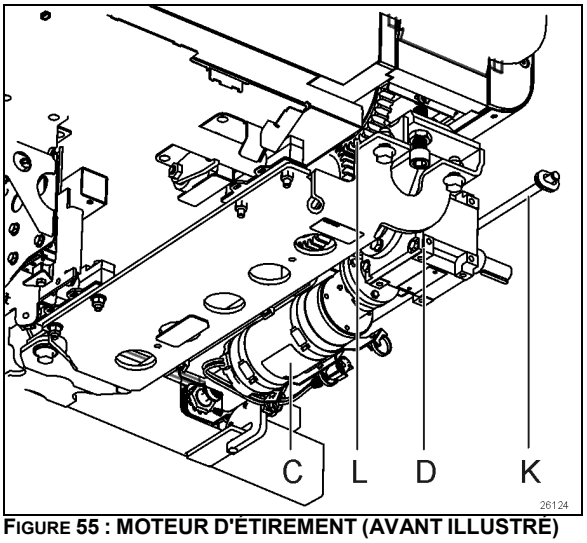

FIGURE 55 : MOTEUR D'ÉTIREMENT (AVANT ILLUSTRÉ)
Lorsque le piston du vérin électrique sort (Figure 55, **1**), le bras de transfert fait tourner les tringles d'arbre de levage du plancher vers l'intérieur (2), faisant tourner simultanément les rouleaux excentriques vers le haut (3), levant efficacement le plancher mobile (4). Le mouvement vertical du plancher est guidé par une paire de paliers linéaires verticaux (G).